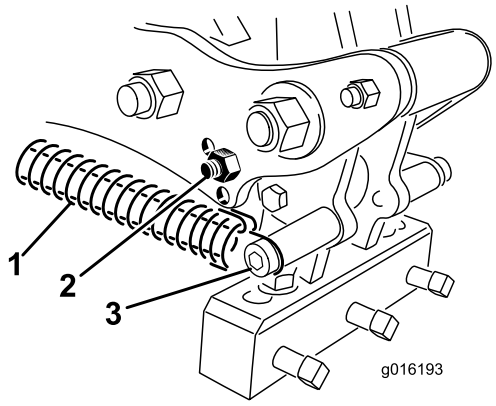

**Figur 35**
3. Løsne fjærspenningen ved pipehodet (Figur 35).
4. Fjern støtfangerbolten og selve støtfangeren fra forbindelsesarmen, og sett disse inn igjen i det andre justeringshullet (Figur 35).